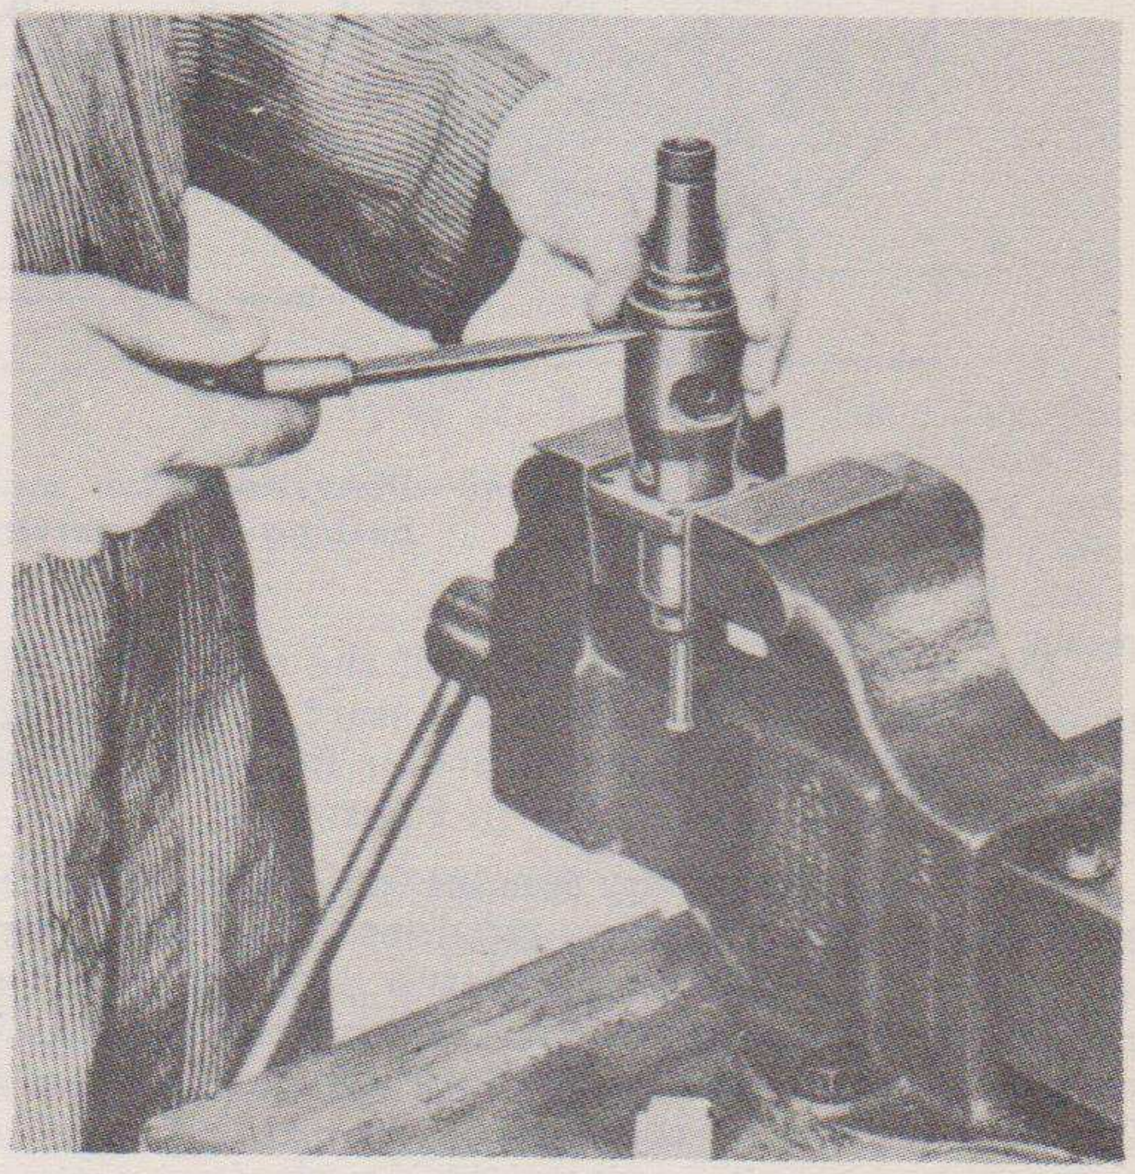

Fig. 38—Prying plunger bushing clamp lock from the assembly.
For complete disassembly of the plunger unit, or for removal of the plunger and its bushing from the assembly, start by taking off the bushing clamp lock as shown in Figure 38. Insert a screw driver from both sides to work it up and off the assembly. The clamp lock is item (1) in Figure 41.